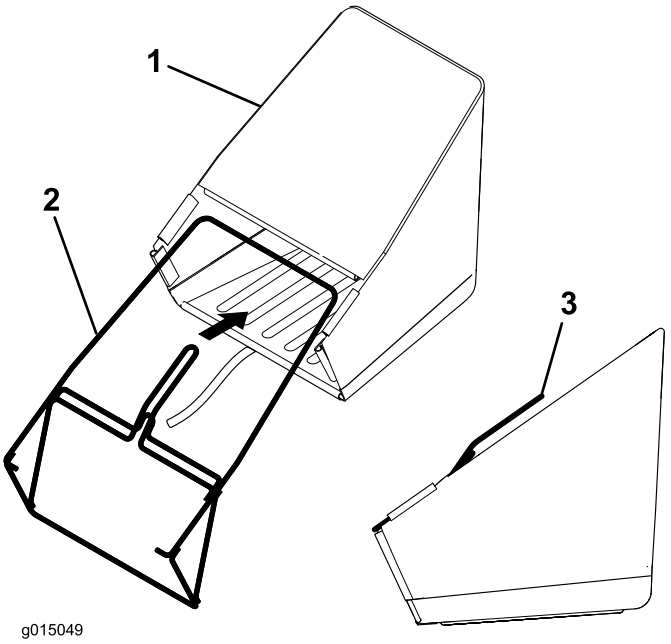

Рисунок 3
1. Вставьте проволочный каркас в мешок для сбора травы, обеспечив, чтобы рукоятка находилась над тканью (Рисунок 3).